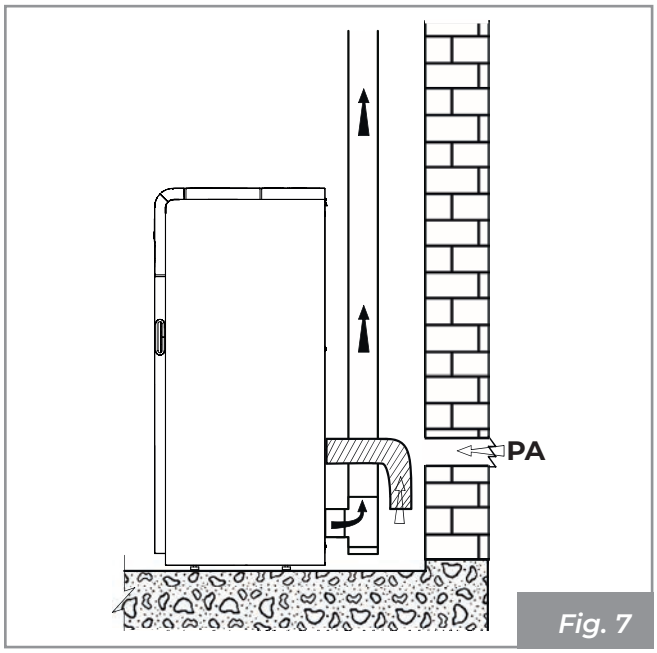
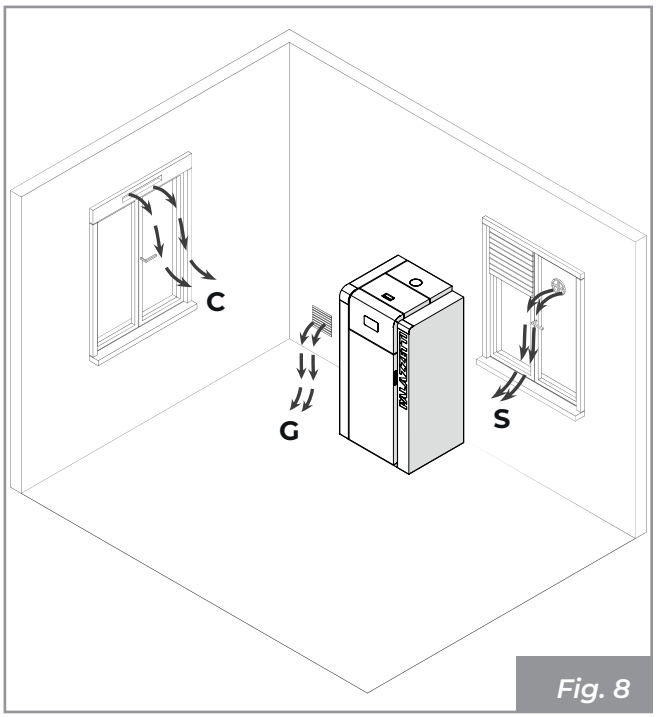

Fig. 7
Fig. 8
- provenire dall'ambiente di installazione o da adeguati locali attigui (**Fig. 7** - **Fig. 8**)
Realizzare la presa d'aria sulla parete (**Fig. 7 - PA** = Presa d'Aria), e lasciare che l'apparecchio sia libero di prelevare aria in ambiente.
Se non fosse possibile realizzare la presa d'aria esterna nel locale, è possibile realizzare il foro esterno in un locale adiacente purché comunicante in maniera permanente con griglia di transito (**Fig. 8 - C** = Cassonetto, **G** = Griglia, **S** = Serranda).